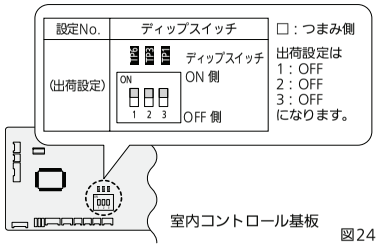

図24
- 電装ボックスのふたを開き、室内コントロール基板を確認してください。(図24)